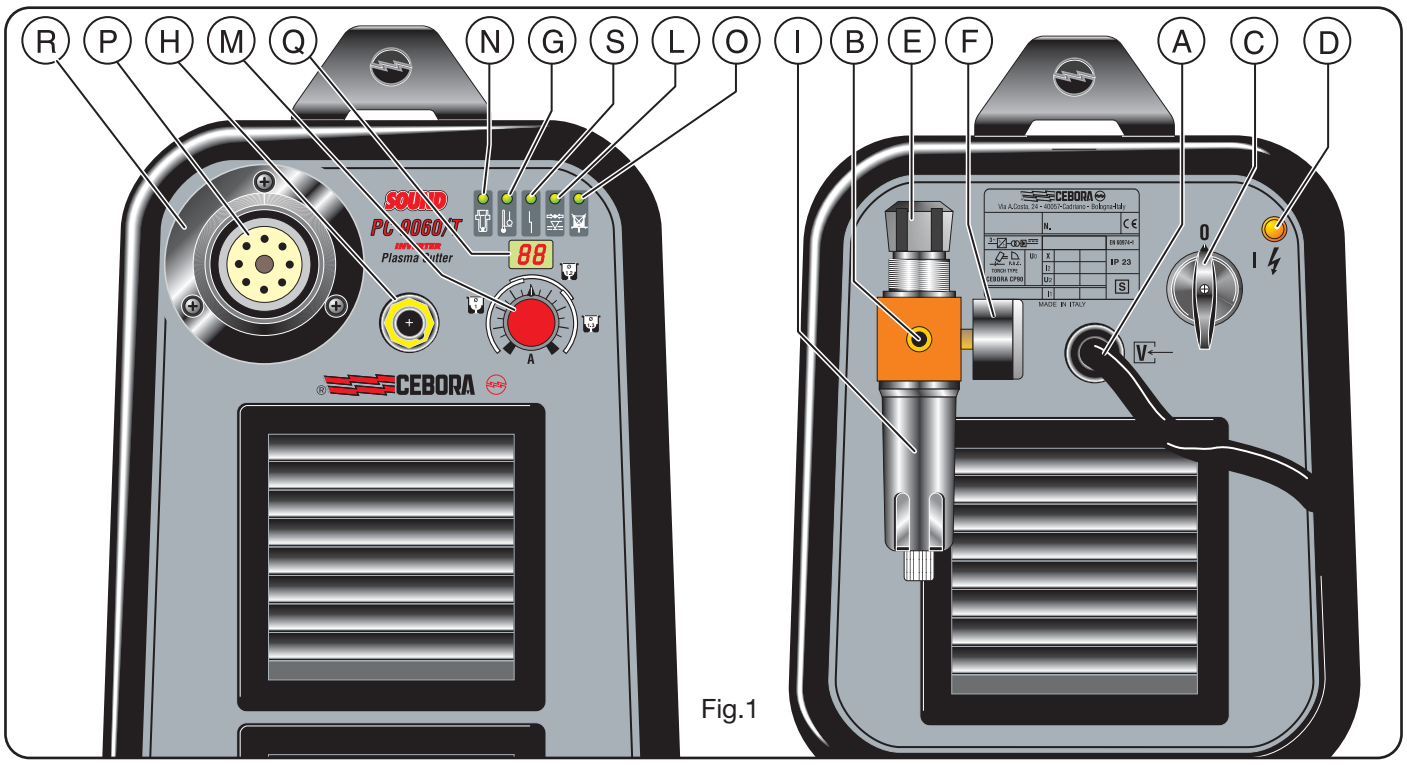

Fig.1
2.1 MONTERING AF BRÆNDER (Fig. 1)
1) For at undgå overbelastning under tænding af pilot-lysbuen og under skæring. Dette vises ved konstant tænding af lysdioden **G** (se fig.1).
2) For at undgå funktion ved omgivelsestemperaturer på mindre end -20°C.Vises ved blinkende tænding af lysdioden **G** (se fig.1).
Anbragt på brænderens lufttilslutning for at undgå utilstrækkeligt lufttryk.Vises ved tænding af lysdioden **L** (se fig.1).
2) Sætter apparatet i blokeringstilstand, når elektroden har en slidtilstand der nødvendiggør udskiftning. Denne funktion nr. 2 vises ved tænding af lysdioden **N** (fig.1). Hvis denne sikkerhedsanordning aktiveres, skal man slukke apparatet inden elektroden og dysen udskiftes. (Kun for Art. 356).